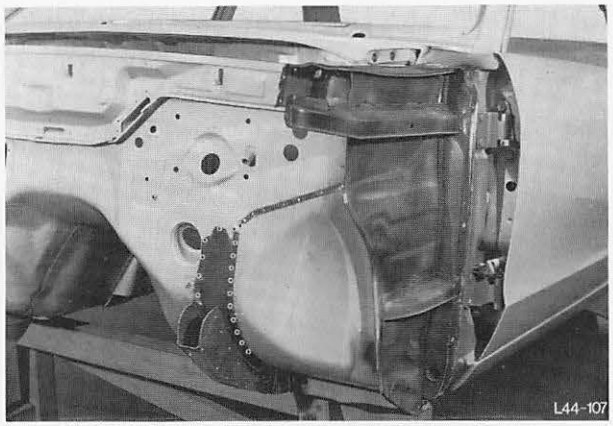

Abb. 105 Längsträger mit Stehblech ausgebaut
11. Längsträger ausbauen, Abb. 105.